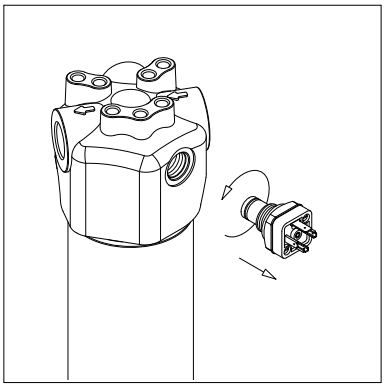

fig. 7
- (Fig. 7) Svitare il corpo indicatore